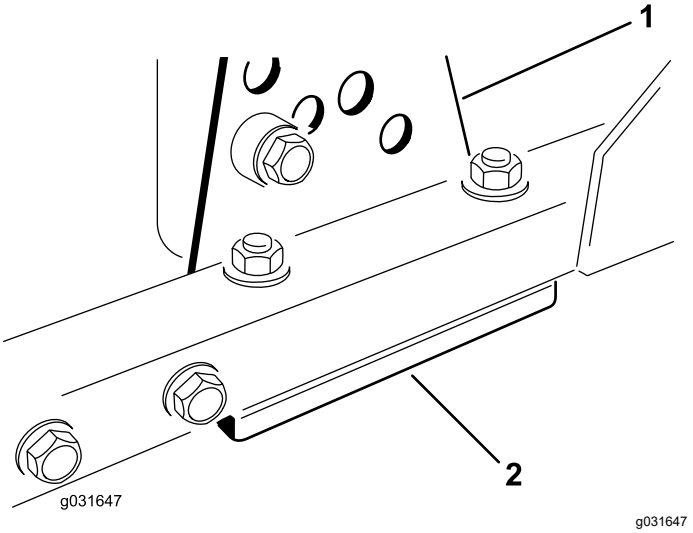

Figura 71
1. Togliete la staffa dell'altezza di taglio (anteriore, sinistra o destra) dal telaio dell'apparato di taglio (Figura 71).
2. Regolate gli spessori di 1,5 mm e/o 0,7 mm fra il telaio dell'apparato di taglio e la staffa per ottenere l'altezza di taglio desiderata (Figura 71).
3. Montate la staffa dell'altezza di taglio sul telaio dell'apparato di taglio, lasciando gli spessori rimasti sotto la staffa (Figura 71).